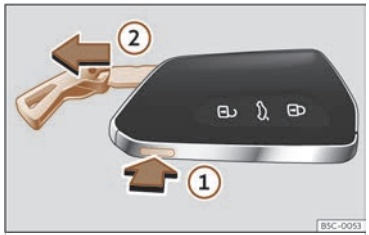

Fig. 65 Clau del vehicle: extreure l'espasí.
- Premeu el botó ››› fig. 65 ① per fer sortir l'argolla a manera de clauer i poder extreure l'espasí ②. Si premeu lleugerament sobre l'argolla, aquesta es quedarà fixa a manera de clauer.
- Premeu el botó ››› fig. 65 ① per desbloquejar. Premeu el botó ① i al mateix temps estireu l'argolla en la direcció de la fletxa ››› fig. 65 ② per extreure completament l'espasí.